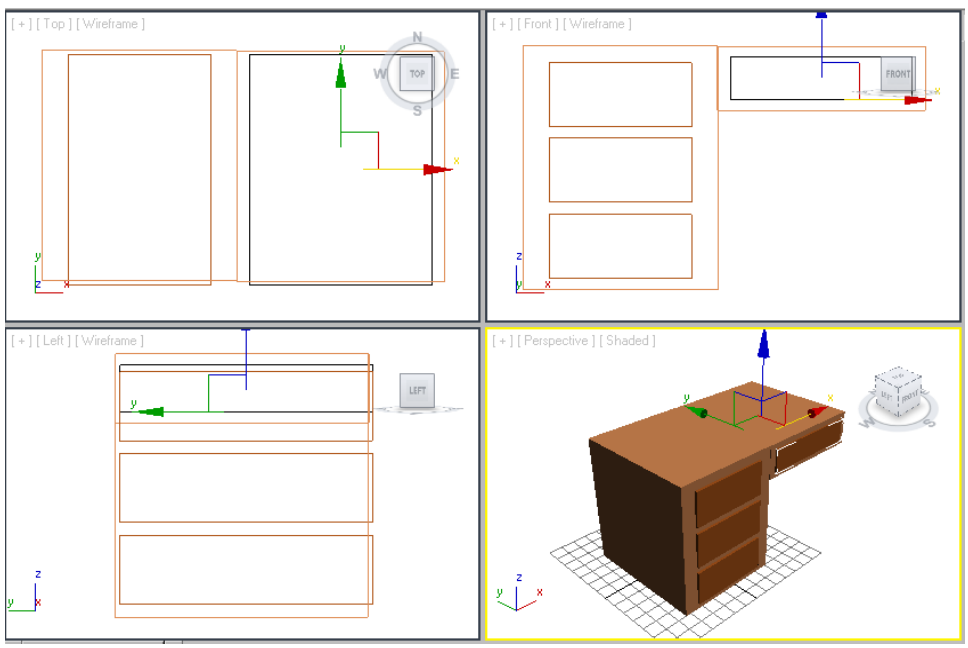

Figure 3-26 *The drawer004 aligned in all viewports*
5. Align the *drawer004* in all viewports, as shown in Figure 3-26.